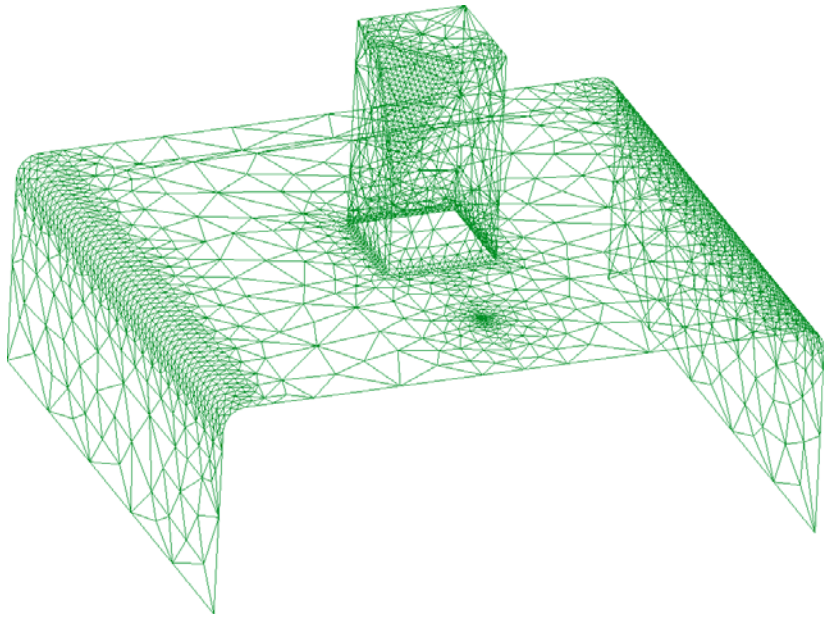

Figure 9. Mesh using sizes assignment by chordal error. Here, there is a greater concentration of elements in the curved zones.
7. Another window appears in which you can enter a maximum element size. Leave the default value unaltered and click **OK**. This results in a high concentration of elements in curved areas. Now our approximation is significantly improved (see Figure 9).